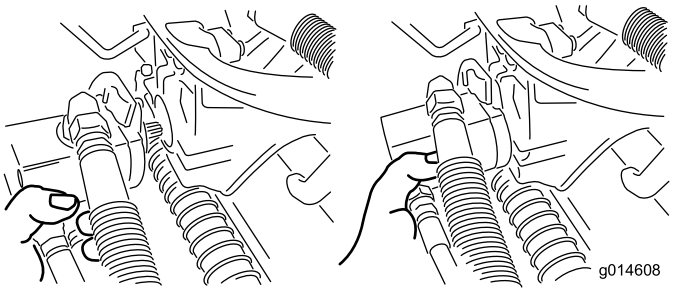

Figur 34
3. Flytta motorn till förvaringsutrymmet framför upphängningsarmen (Figur 34).